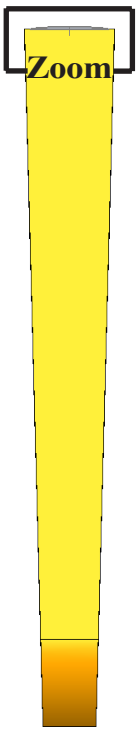

Fig. 31
Step 4. Zoom in around **rear edge of body**, **Fig. 31**. To **zoom**, hold down **Shift key** and drag with middle mouse button (wheel). To **pan**, hold down **Ctrl key** and drag with middle mouse button (wheel).